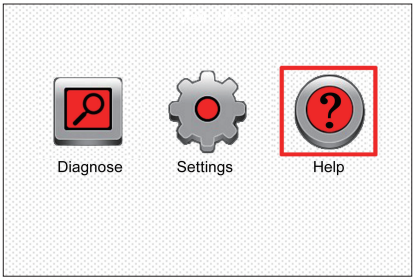

Figure 3
5. After the tool has powered up and entered the main menu screen, move the highlight bar on the **Help** icon (see Figure 3) and press the [OK] button.